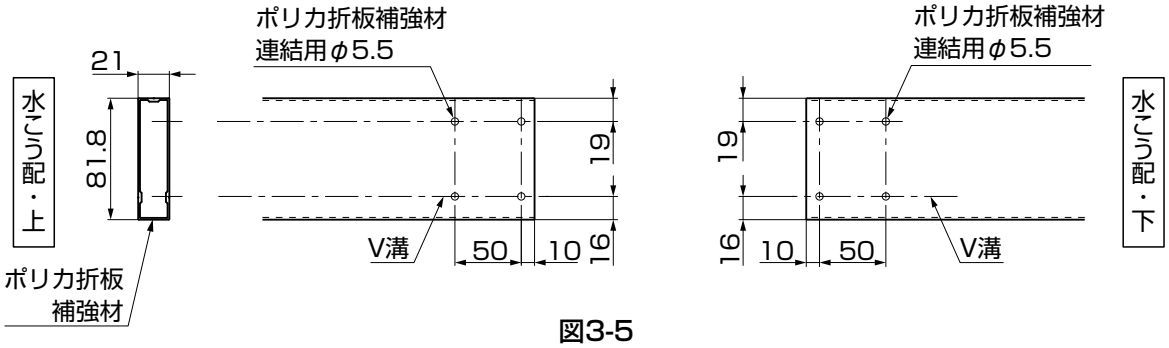

図3-5
①ポリカ折板補強材の連結部にポリカ折板補強材連結用の穴加工をしてください。(図 3-5 参照)